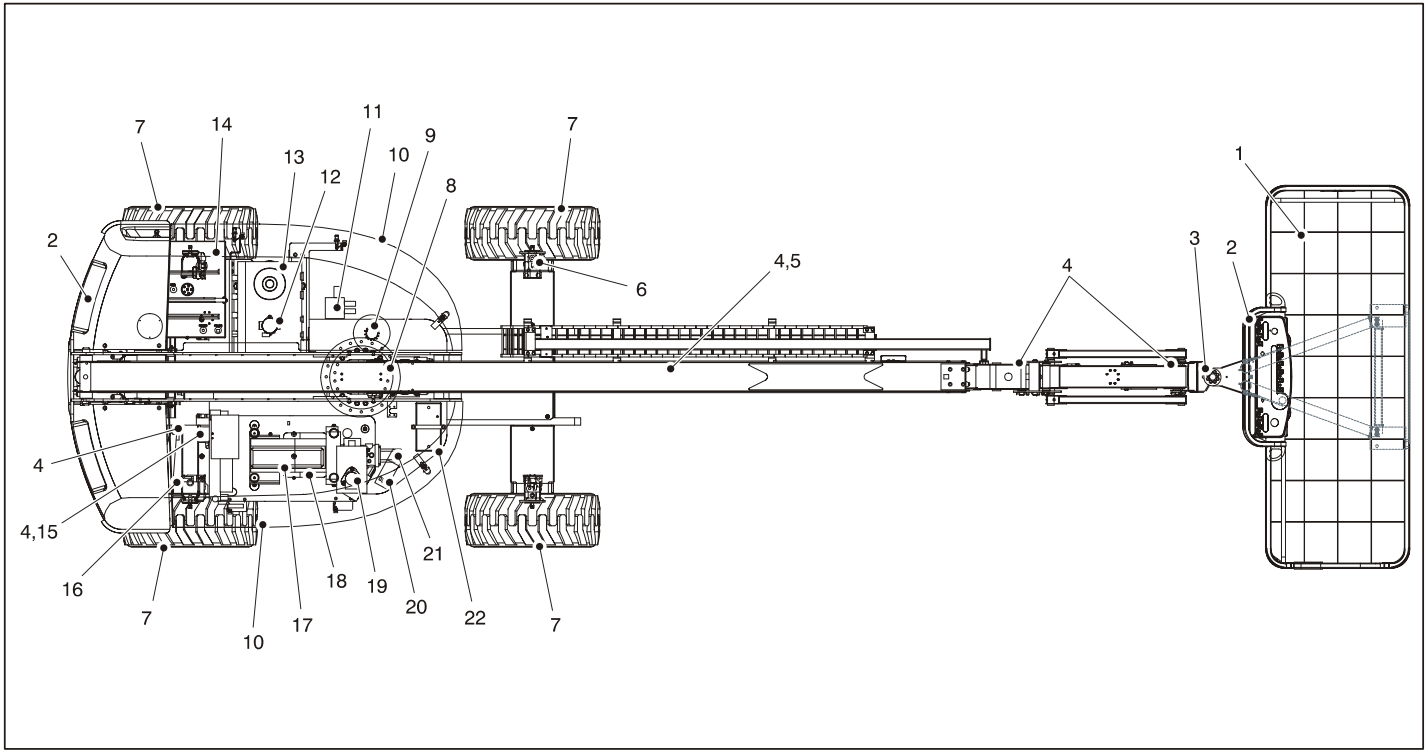

Fig. 2-2. Daglig ”rundvandrings”-inspektion – Blad 1 av 3
4. **”Rundvandrings”-inspektion** – se fig. 2-2. t.o.m. fig. 2-4.